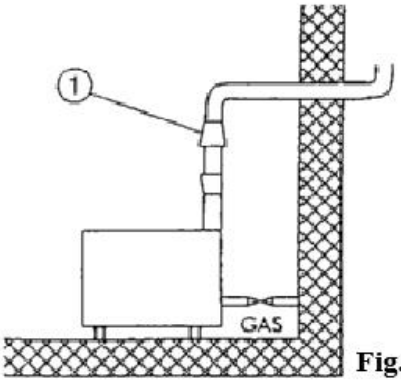
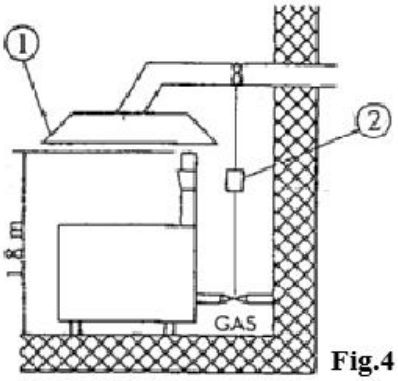

Fig.3
Fig.4
**Natural evacuation (fig.3)**
**Forced evacuation (fig.4)**
1 Windproof fume stack (fig.3) - Extractor hood (fig.4)